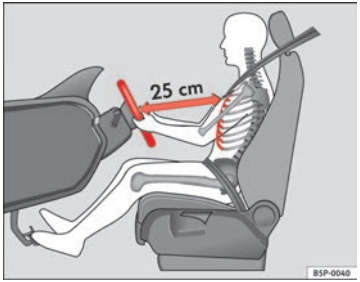

Fig. 1 The proper distance between driver and steering wheel
– Adjust the steering wheel so that there is a distance of at least 25 cm between the steering wheel and the centre of your chest ⇒ fig. 1.
- **Adjust the driver seat so that there is at least 25 cm distance between the centre of the chest and the centre of the steering wheel ⇒ page 9, fig. 1. If distance is less than 25 cm, the airbag system may not protect you properly.**